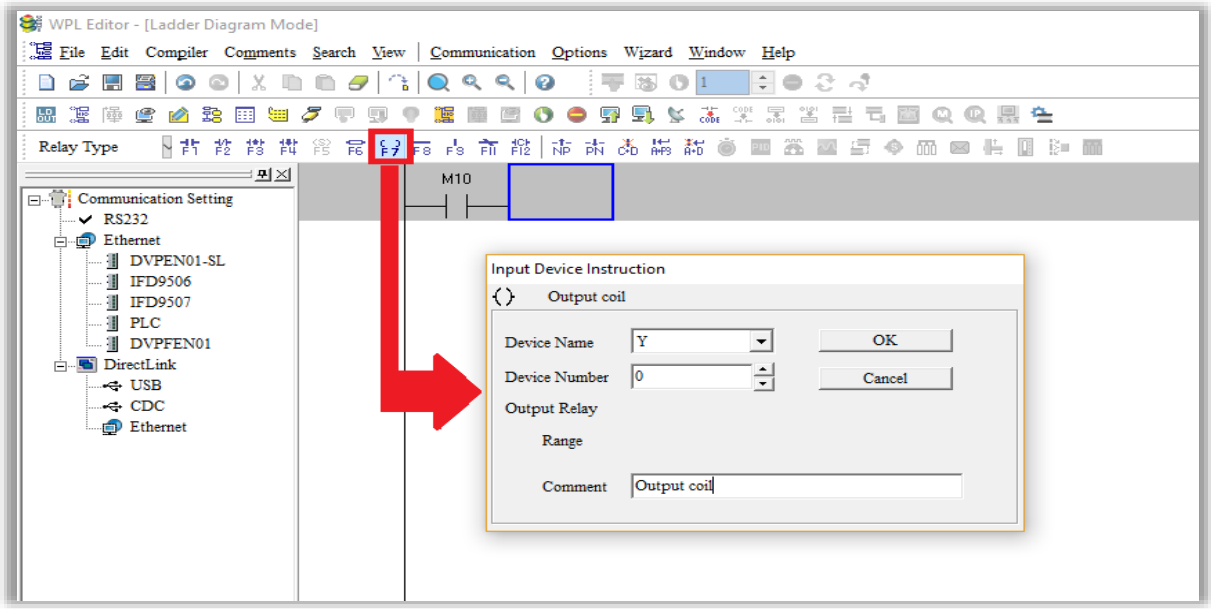

Figure 15-14
Step 3. Click **Output Coils** button or press function key F7. **Input Device Instruction** window appears. Select **Device Name** (e.g., M), **Device Number** (e.g., 0), and type **Comment** (e.g., Auxiliary coil). Then, click **OK** to finish settings, as Figure 15-14, 15-15 shows.